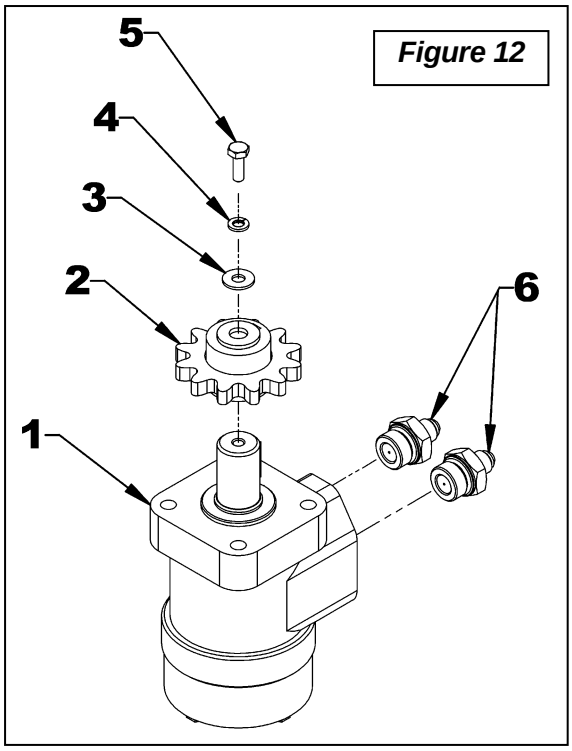

Figure 12
2. **Figure 12:** Vérifier si la chute seule tourne bien. Pour ce faire retirer le boulon , la rondelle de blocage, la rondelle plate (items 5-4-3) et l'engrenage (item 2) qui est fixé à l'arbre du moteur hydraulique (item 1) et vérifier si la chute tourne bien dans les 2 directions en la faisant tourner avec vos mains. Si elle ne tourne pas bien, corriger le problème en vérifiant s'il n'y a pas un surplus d'usure ou des débris de coincés entre les composantes.
3. **Figure 12:** Vérifier s'il y a des résidus dans le circuit hydraulique. Pour ce faire, dans un premier temps, vérifier si la chute tourne bien dans une direction. Si oui, retirer le boulon, la rondelle de blocage, la rondelle plate (items 5-4-3) et l'engrenage (item 2) qui est fixé à l'arbre du moteur (item 1) et activer la rotation dans la direction où le moteur tourne bien pendant environ 1 minute afin de faire évacuer le résidu. Faites tourner ensuite la chute dans la direction où elle ne tournait pas bien et vérifier si le problème est corrigé. - Si le problème persiste ou dans le cas où la chute ne tourne pas bien dans les 2 directions, alors débrancher les boyaux du moteur, retirer les 2 limiteurs de débit (item 6) qui sont fixés à l'entrée du moteur (item 1) et inspecter attentivement les orifices des 2 limiteurs de débits. Retirer les résidus s'il y a lieu. Si aucun résidu n'a été détecté alors débrancher les boyaux et les nettoyer avec de l'air comprimé. - Si le problème persiste toujours, vérifier s'il y a des résidus à l'intérieur du moteur (item 1). Nettoyer l'intérieur du moteur en envoyant de l'air comprimé à l'intérieur des 2 entrées du moteur. Vous pouvez aussi faire tourner manuellement l'arbre de rotation du moteur dans les 2 directions tout en envoyant l'air comprimé.